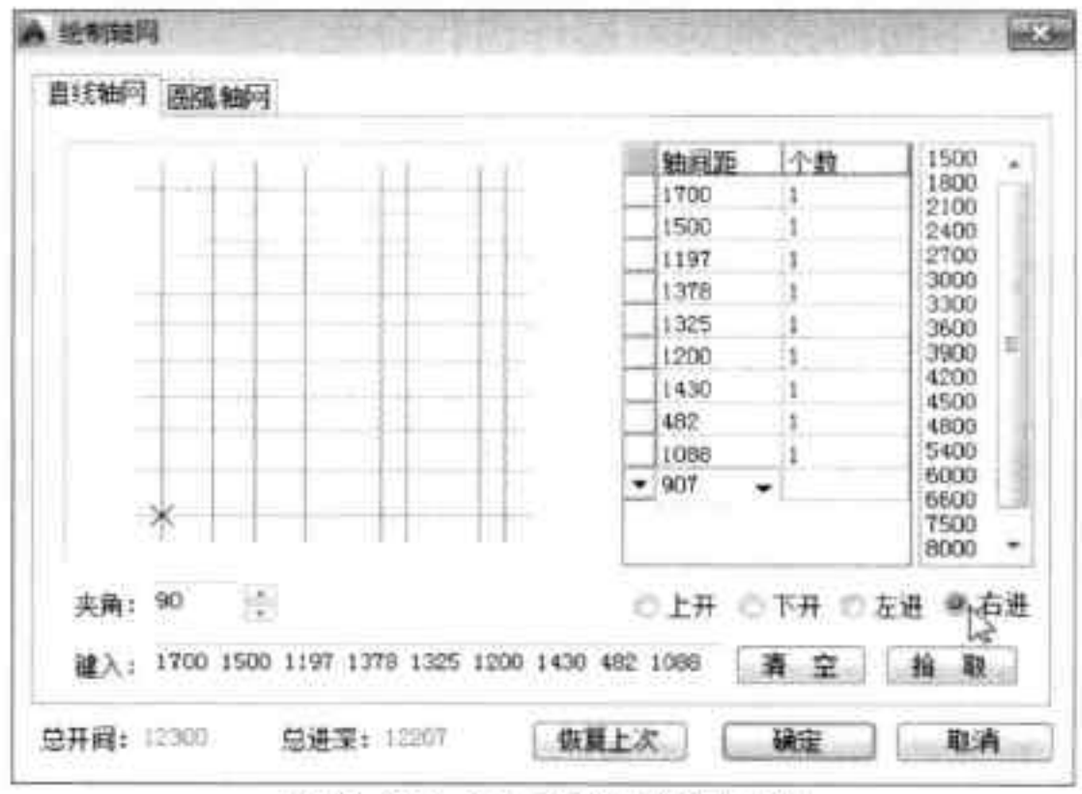

图16-23 输入右进轴线尺寸值
Step 06 单击“右进”单选按钮，同样输入轴线尺寸值，如图 16-23 所示。